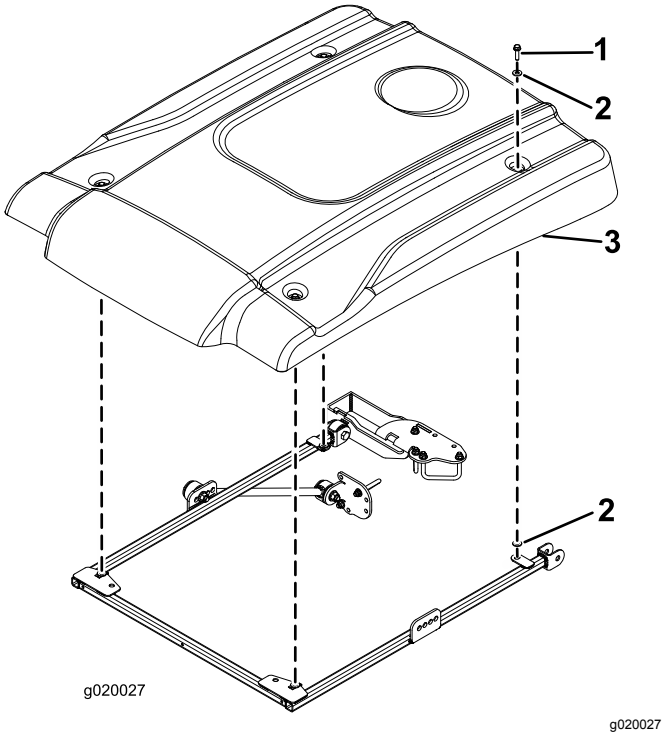

Figur 29
12. Når du innretter monteringshullene, plasser solskjermen på rammen som vist i Figur 29.
13. Monter hvert hjørne av solskjermen løst på rammen med en flenshodebolt (5/16 x 2 1/4 tomme) og to små skiver (Figur 29). Plasser en skive på hver side av solskjermens gummitetning når du monterer.